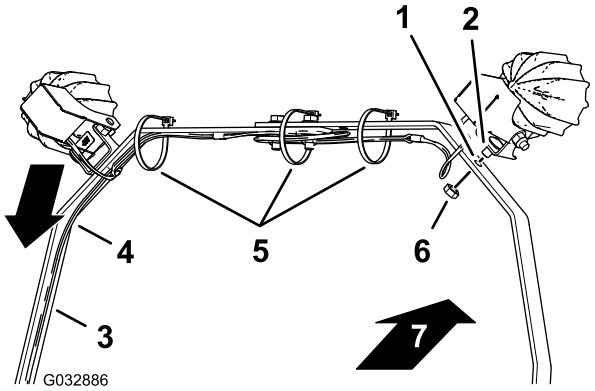

Figura 12
1. Alinee las luces con la lámpara orientada hacia la parte delantera de la máquina (Figura 12).
2. Enrute el arnés junto al soporte izquierdo de la barra de luces, según se muestra en Figura 12.
3. Alinee el perno de cuello cuadrado corto que montó en el soporte de montaje de la luz LED con el orificio del soporte de la barra de luces (Figura 12).
4. Monte la luz LED y el perno de cuello cuadrado corto en el soporte de la barra de luces con una tuerca (Figura 12).
7. Sujete el arnés de cables a los soportes de la barra de luces con bridas, según se muestra en Figura 12.